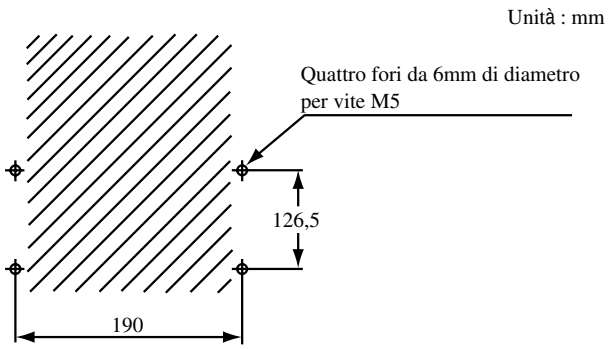

Figura 3.8 Fori di montaggio
(1) Praticare i fori di montaggio nella parete come illustrato nella figura 3.8.